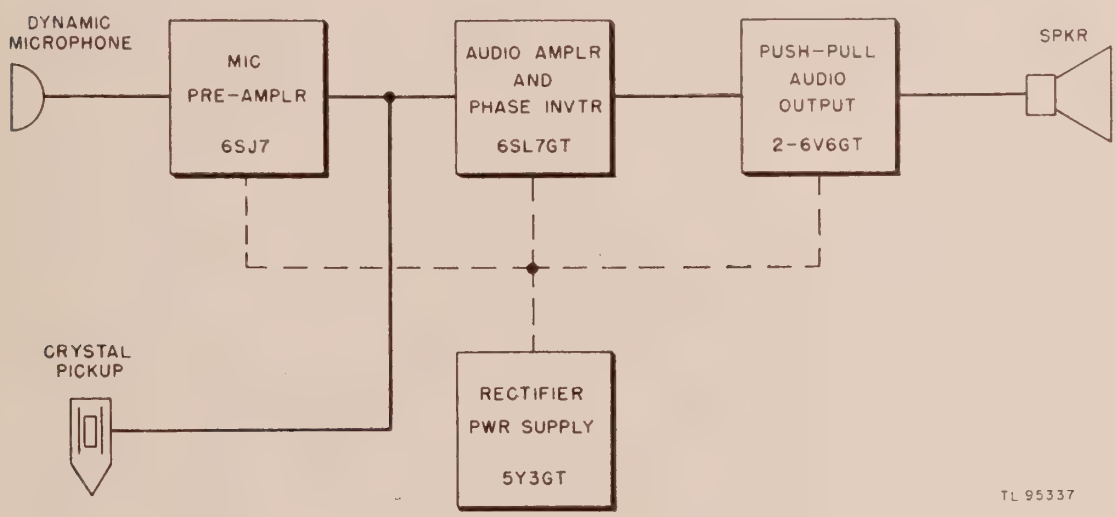

Figure 13. Block diagram showing stage-by-stage functioning of reproducer.
(1) Block diagram of Reproducer, sound. portable (fig. 13).